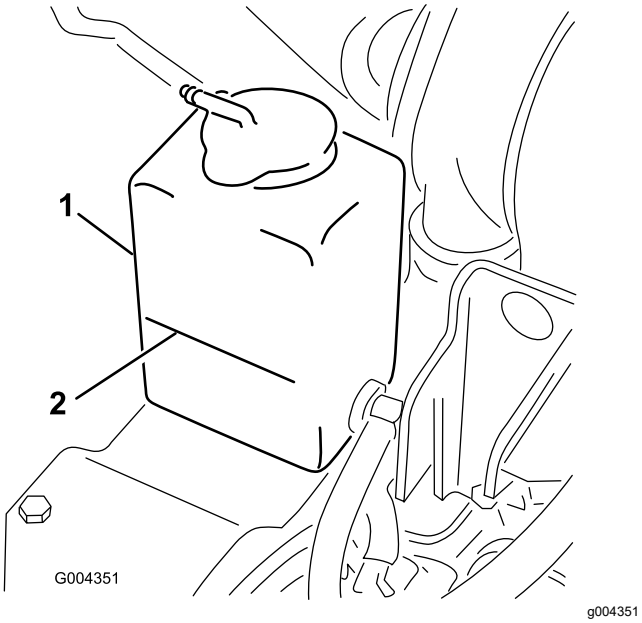

Rysunek 50
3. Sprawdź poziom płynu chłodzącego w zbiorniku wyrównawczym (Rysunek 50).